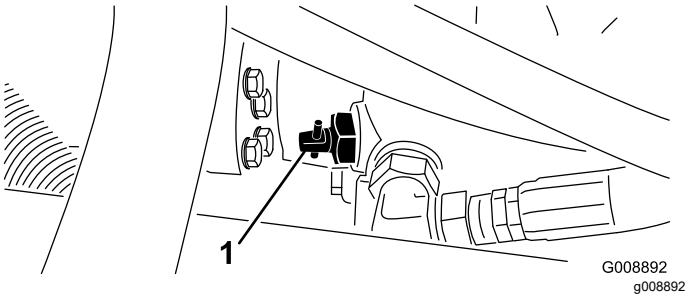

Figur 41
1. Finn pumpens omløpsventil (Figur 41) og vri den 90°.